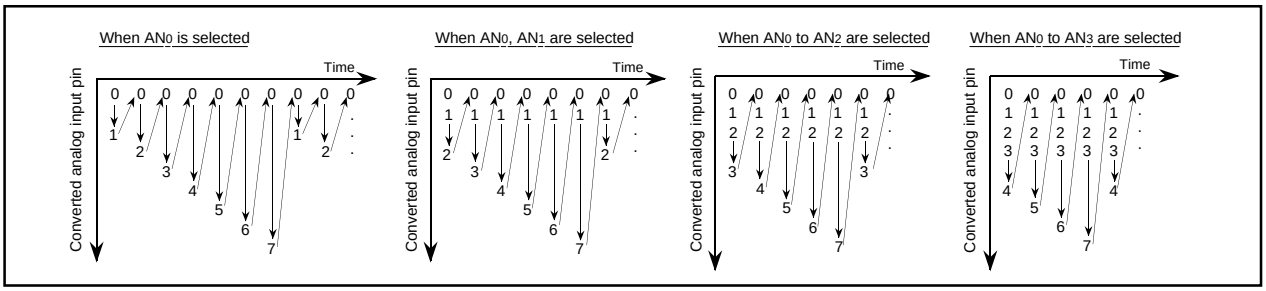
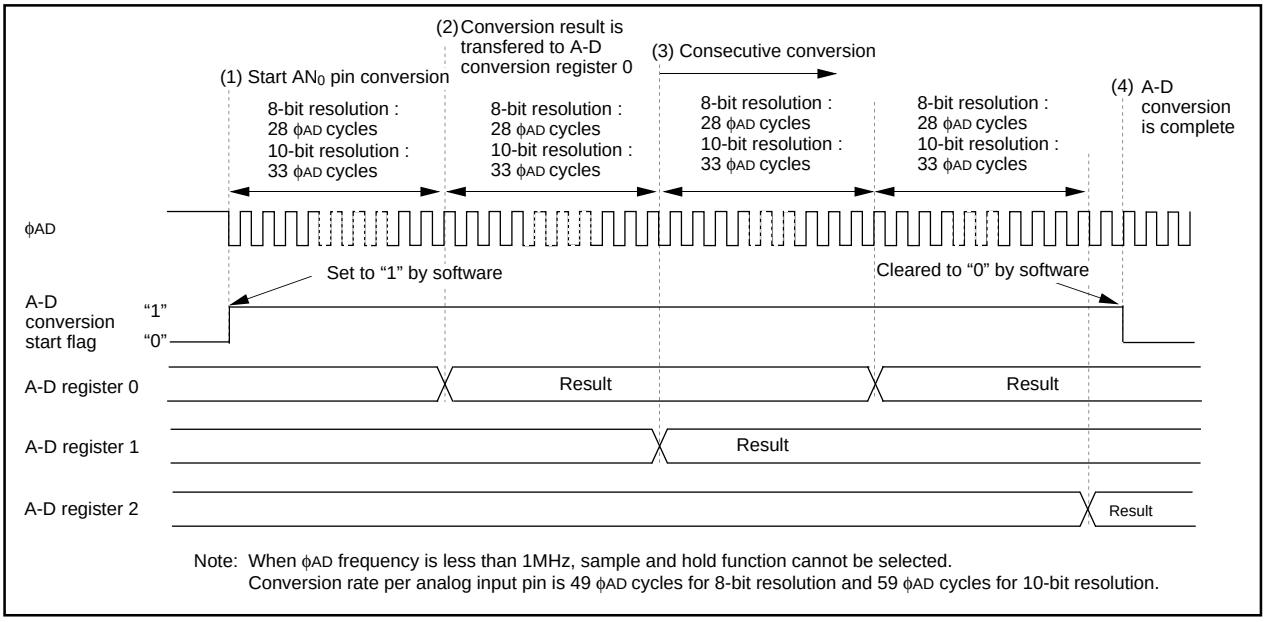
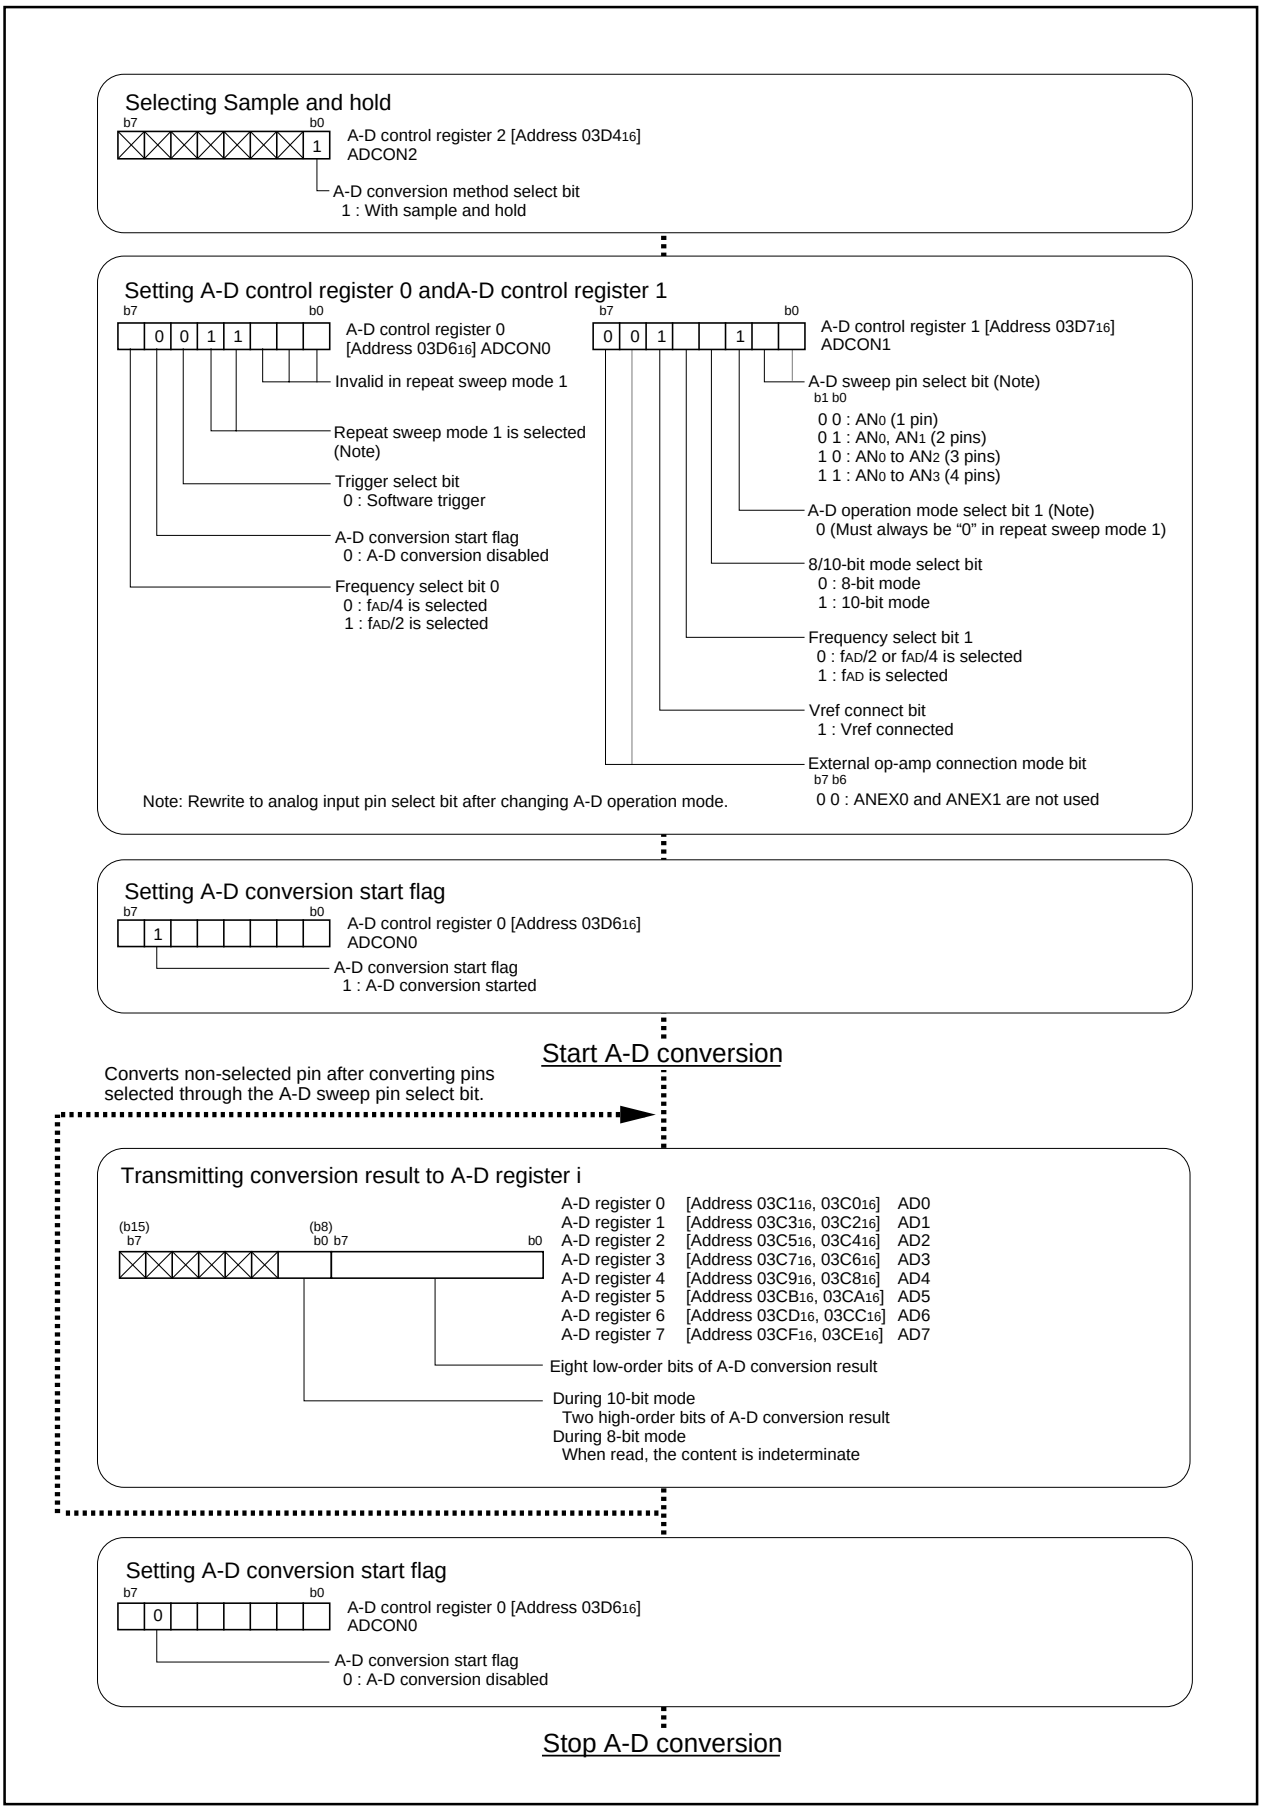

Figure 2.7.19. ANi pin's sweep sequence in repeat sweep mode
Figure 2.7.20. Operation timing of repeat sweep 1 mode
Figure 2.7.21. Set-up procedure of repeat sweep 1 mode
In repeat sweep 1 mode, choose functions from those listed in Table 2.7.9. Operations of the circled items are described below. Figure 2.7.19 shows ANi pin's sweep sequence, Figure 2.7.20 shows timing chart, and Figure 2.7.21 shows the set-up procedure.
(2) After the A-D conversion on voltage input to the AN_0 pin is completed, the content of the successive comparison register (conversion result) is transmitted to A-D register 0.
(3) Every time the A-D converter carries out A-D conversion on a selected analog input pin, the A-D converter carries out A-D conversion on only one unselected pin, and then the A-D converter carries out A-D conversion from the AN0 pin again. (See Figure 2.7.19.) The conversion result is transmitted to A-D register i every time conversion on a pin is completed. The A-D conversion interrupt request bit does not go to “1”.
(4) The A-D converter continues operating until software goes the A-D conversion start flag to “0”.